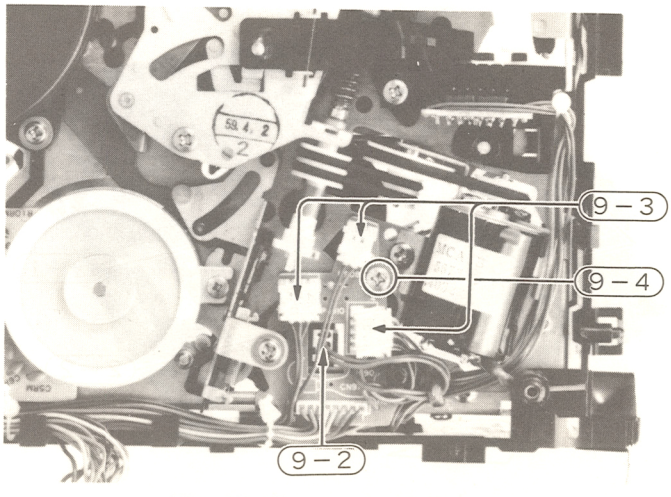

**Fig. 18 Wiring (II) PC Board**
**9. Wiring (II) PC Board (Fig. 18)**